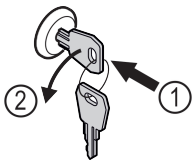

*Fig. 171*
▶ Introduceți cheia prin apăsare. *Fig. 171 (1)*
▶ Rotiți cheia cu 90° în sens invers acelor de ceasornic. *Fig. 171 (2)*